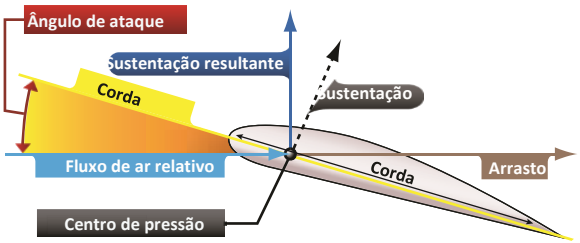

Figura 2-16. Fluxo de ar sobre uma seção de asa.
Antes de iniciar a discussão sobre o AOA e seu efeito sobre os aerofólios, primeiro considere os termos *Corda* e *Centro de Pressão* (CP) como ilustrados na ***Figura 2-16***.
Como dito, a corda de uma seção de aerofólio ou asa é uma linha reta imaginária que passa pela seção do bordo de ataque até o bordo de fuga, como mostrado na ***Figura 2-16***. A linha da corda fornece um lado de um ângulo que, em última análise, forma o ângulo de ataque. O outro lado do ângulo é formado por uma linha indicando a direção da corrente de ar relativa. Assim, o ângulo de ataque ou AOA é definido como o ângulo entre a linha da corda da asa e a direção do vento relativo. Isso não deve ser confundido com o ângulo de incidência que foi ilustrado na ***Figura 2-8***, que é o ângulo entre a linha da corda da asa e o eixo longitudinal da aeronave.
(sustentação). Esta força resultante tem magnitude, direção e localização, e pode ser representada como um vetor, como mostrado na ***Figura 2-16***.